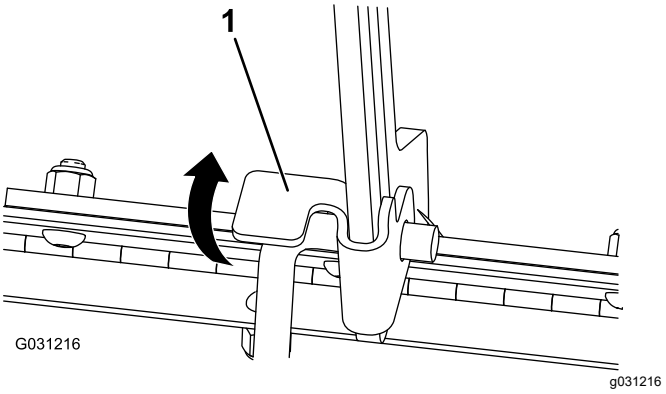

**Figura 33**
1. Levante la pestaña que sujeta la varilla de sujeción (Figura 33)